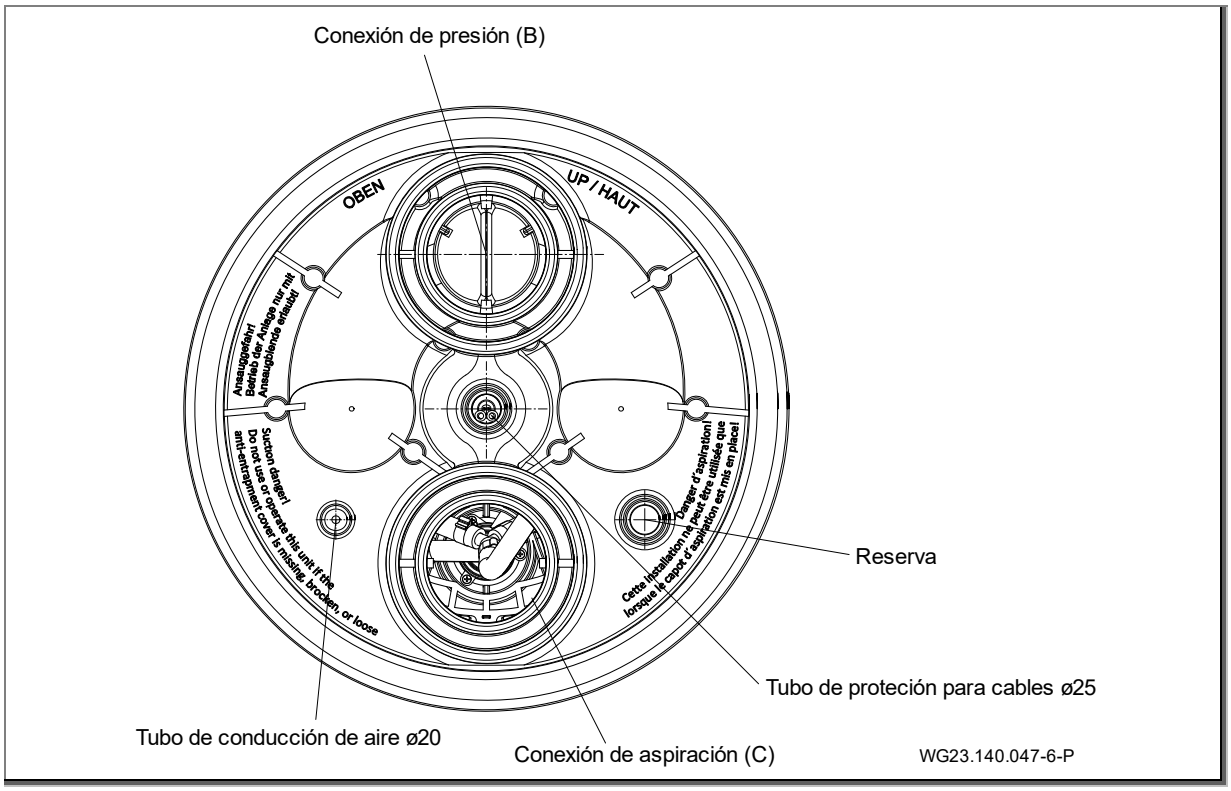

Fig. 17
1. Pegamento del tubo de protección para cables y el tubo de conducción de aire externo. (Fig. 17)